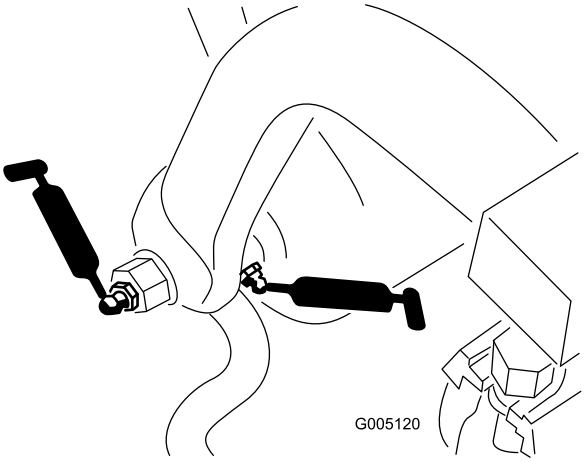

Figur 28
- Træk rammeaksel og rulleaksel (12) (Figur 28)